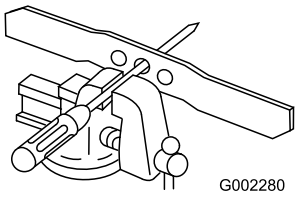

Figuur 34
1. Controleer de balans van het mes door het gat in het midden van het mes boven een spijker of de steel van een schroevendraaier te houden, die horizontaal in een bankschroef is geklemd (Figuur 34).